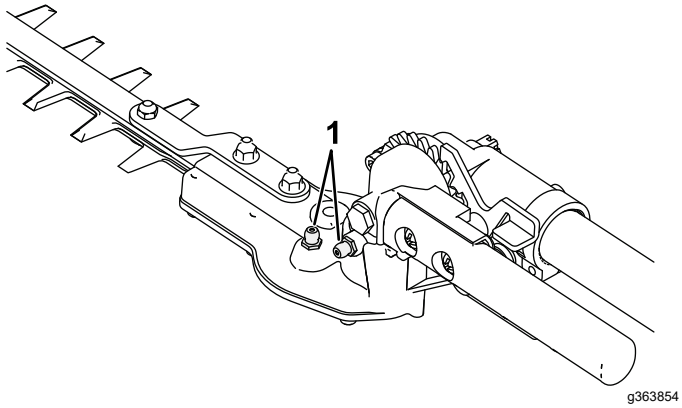

Figure 11
2. Nettoyez les graisseurs avec un chiffon (Figure 11).